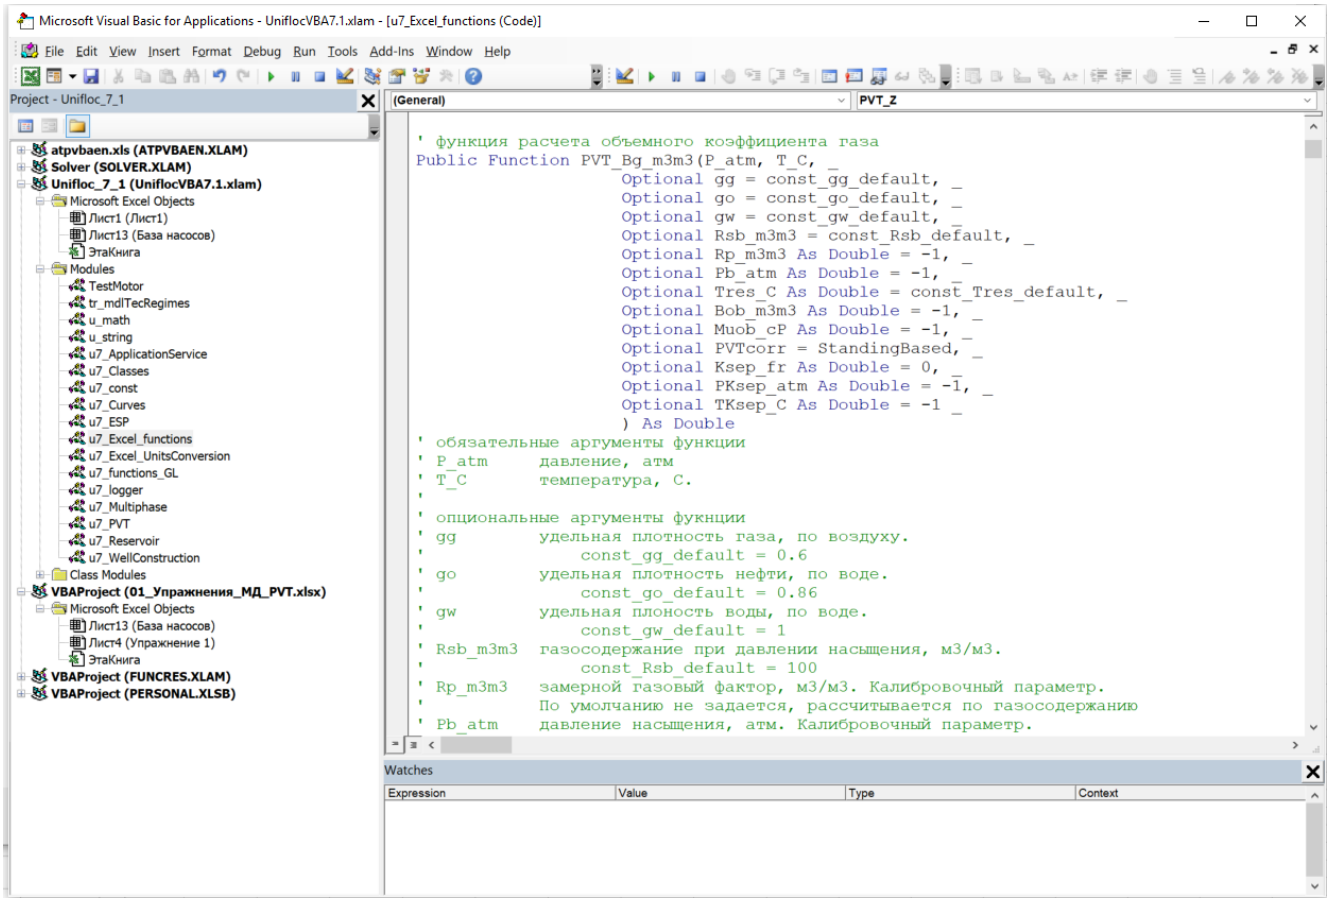

Рис. 1.1 — Окно редактора VBE
- Откроется новое окно с редактором макросов VBA (Рис. 1.1). Иногда в литературе окно редактирования макросов обозначают как VBE (Visual Basic Enviroment)